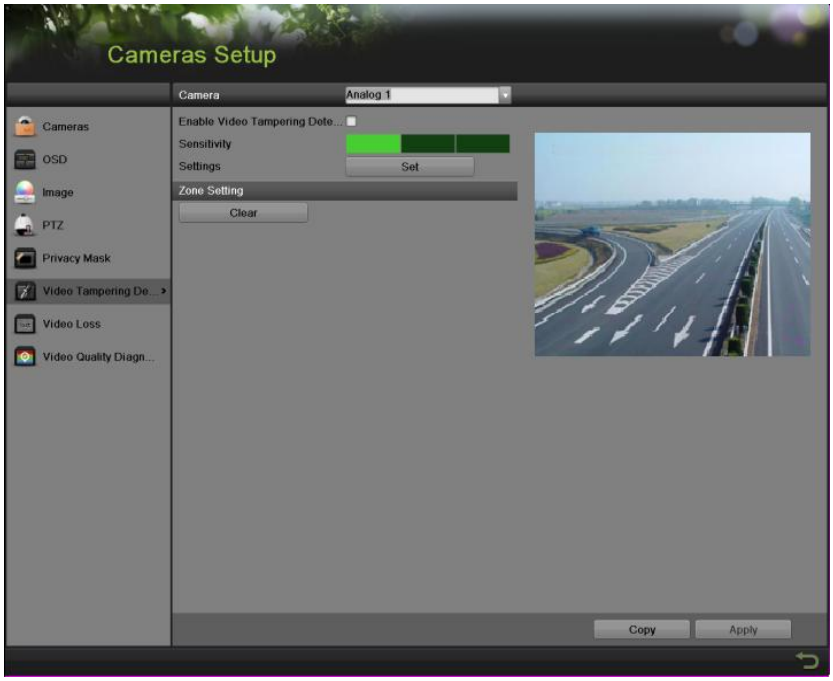

Figure 121 Video Tamper-proof Detection Menu
1. Enter the Tamper-proof menu, shown in Figure 121 by going to Menu > Cameras Setup > Tamper-proof.